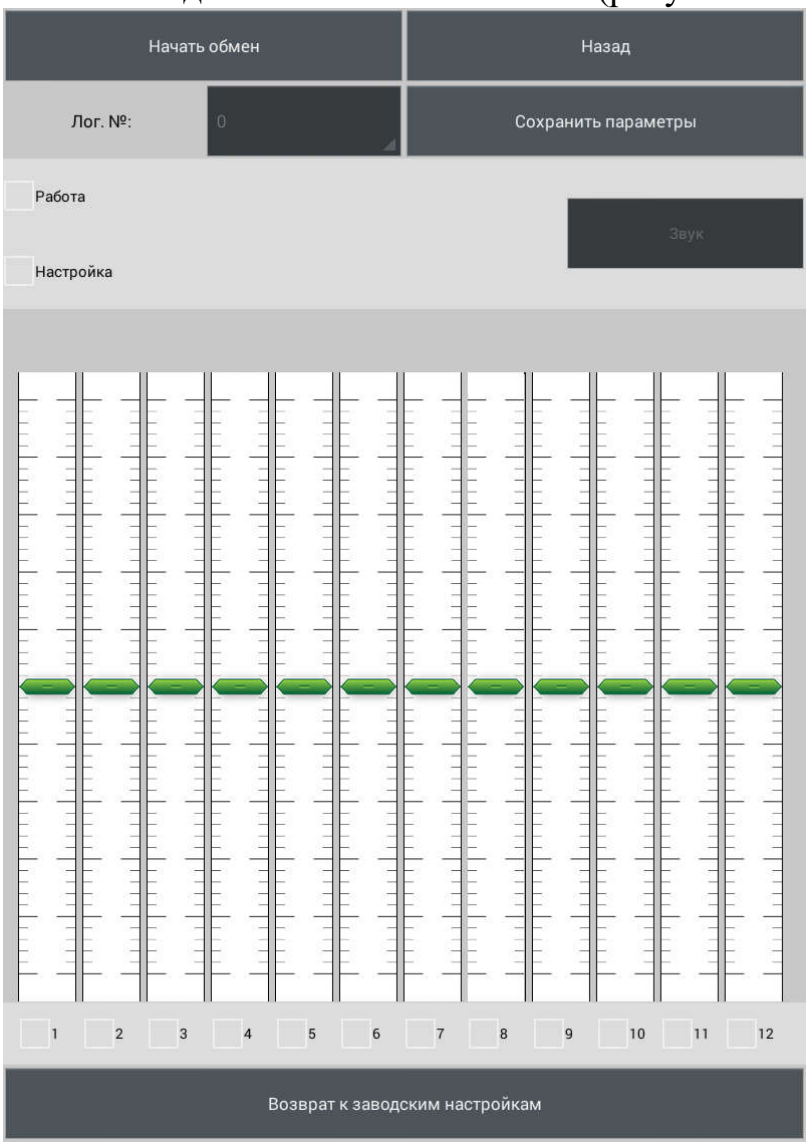

Рисунок 2.28
2.3.7.4.7 Нажать кнопку «Да». После успешного соединения кнопка «Подключиться» изменит надпись на «Начать обмен» (рисунок 2.28).
2.3.7.5.6 Откроется рабочее окно программы (рисунок 2.28).